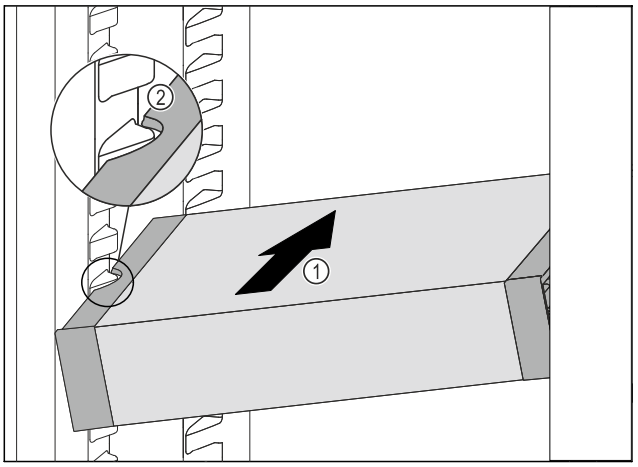

Fig. 96
- ▶ Împingeți VarioSafe oblic în frigider *Fig. 96 (1)*, până când degajările laterale *Fig. 96 (2)* ale VarioSafese află la înăl-țimea nervurii recipientului din frigider.